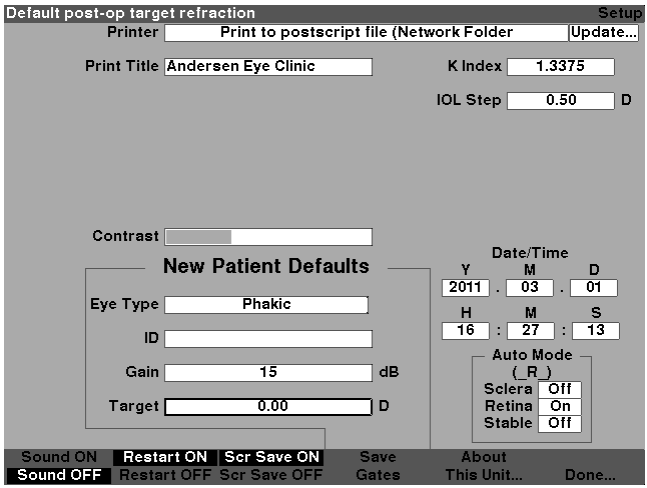

Figure 5-51 Target Field Selected
1. Within the Setup Screen, rotate the knob to select the Target field of the New Patient Defaults, indicated by a solid black border as shown in figure 5-51.